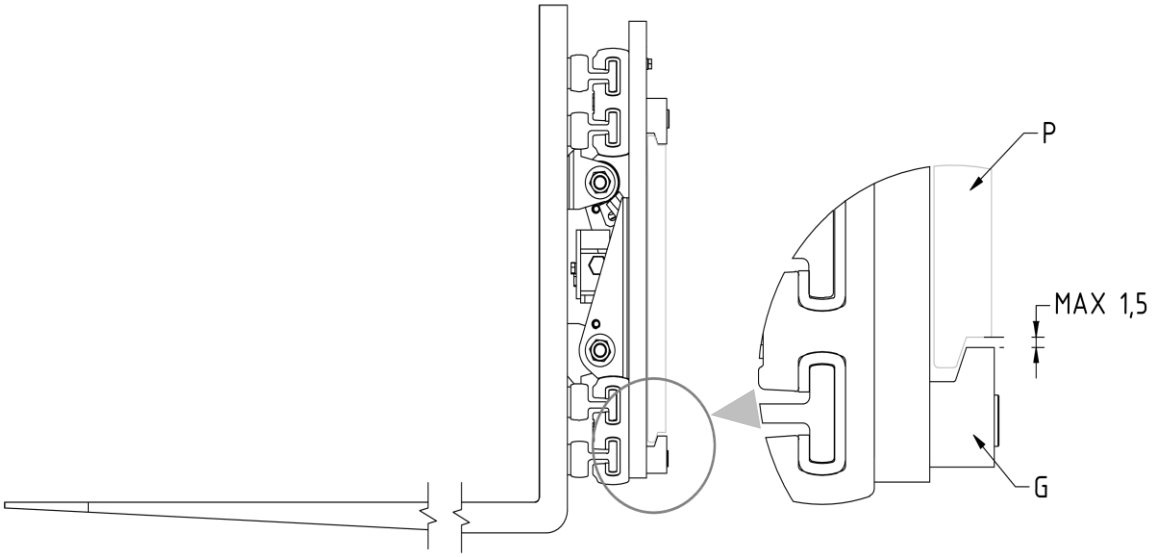

Figure 4
7. Revisser les 2 crochets inférieurs **G** de manière à ce que le corps de ces derniers reste accroché aussi en bas du tablier porte-fourches **P** (avec un jeu max. de 1,5 mm, voir détail *Figure 4*), en serrant avec le couple de serrage indiqué dans le *Tableau 3*.